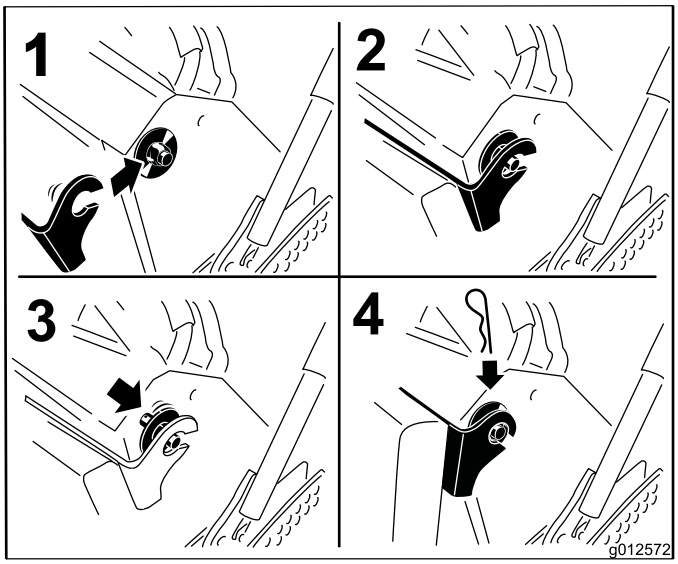

Figur 36
6. Hæv puden, og sæt den på tapperne på begge sider af maskinen (Figur 36).
7. Skub de store skiver med plastikbøsningerne ind i pudebeslaget, og fastgør dem med en låseclips (Figur 36).